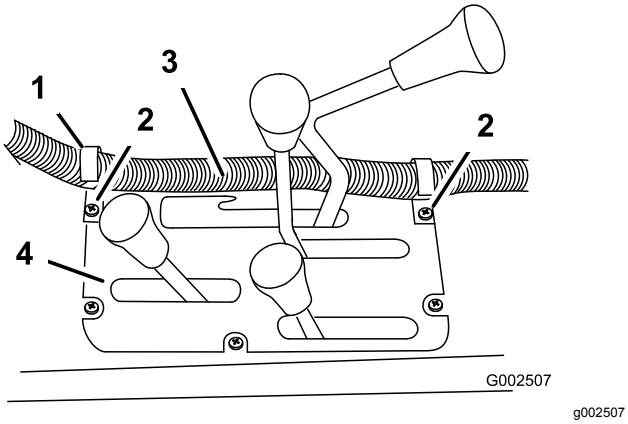

Figuur 16
4. Bevestig 2 J-clips met de aanwezige schroeven aan het middelste bedieningspaneel op de plaatsen die aangegeven zijn in Figuur 16.